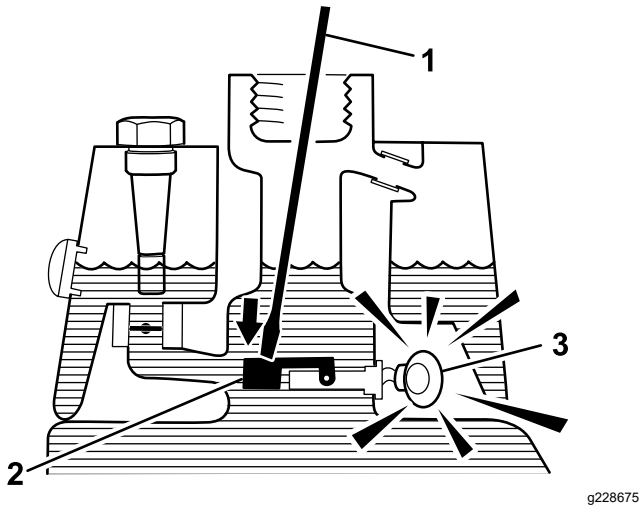

Figure 62
3. Insert a clean rod or screwdriver into the tank neck and gently push down on the switch float (Figure 62); the alarm should sound after the 1-second delay.